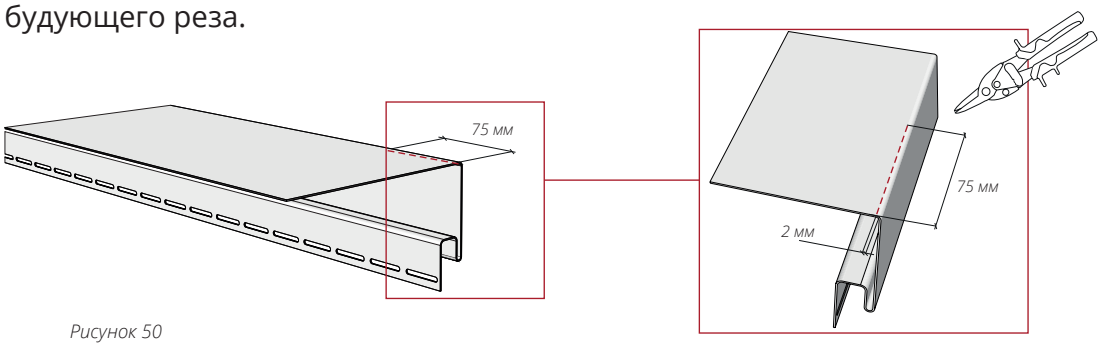
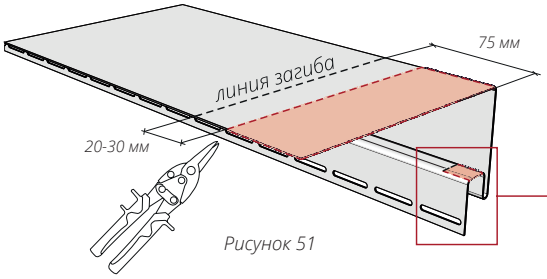

Рисунок 50
Рисунок 51
15.5 Для подреза верхней околооконной планки проведите линию параллельно лицевой части длиной 75 мм, отступив от края лицевой части 2 мм согласно рис. 50. Это линия будующего реза.
15.6 Отмерьте и проведите, согласно рис. 51, едва заметную линию на расстоянии 75 мм от торца околооконки. Это линия будущего загиба верхней околооконной планки. Отступите от этой линии расстояние 20-30 мм к внешней стороне, согласно рис. 51 и проведите еще одну линию, это линия реза. Подрежьте околооконку по разметке согласно рис. 50, 51, используя ножницы.